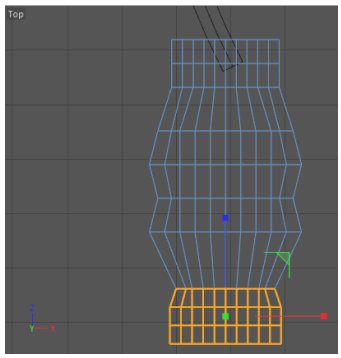

Figure 3-70 *Scaling the selected edges*
16. Scale down the selected edges along the X and Y axis to get the shape, as shown in Figure 3-70.